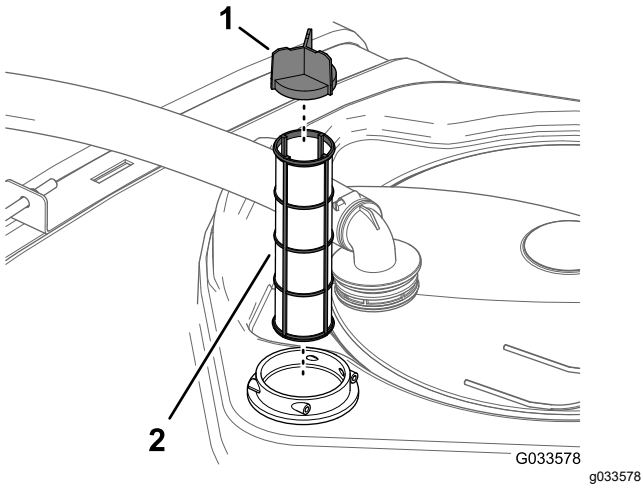

図 50
4. フィルタハウジングタンク内部からストレーナを取り出す図 50。